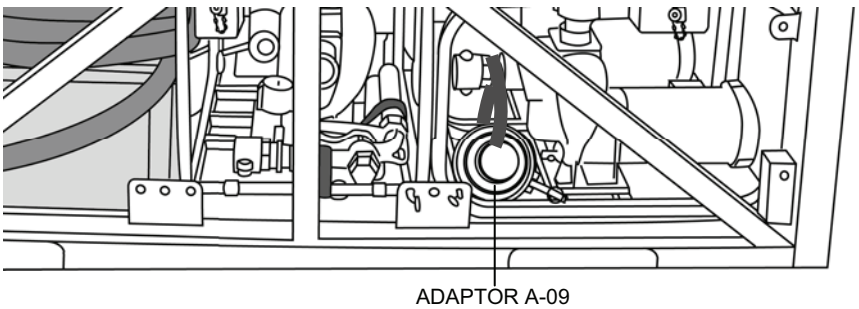

Figure 10. Adaptor A-09 Packout.
20. Place Adaptor A-09 inside the left motor-driven pump skid. Secure it with a 36-in. hook and loop strap run through the adaptor and around the pump suction (Figure 10).